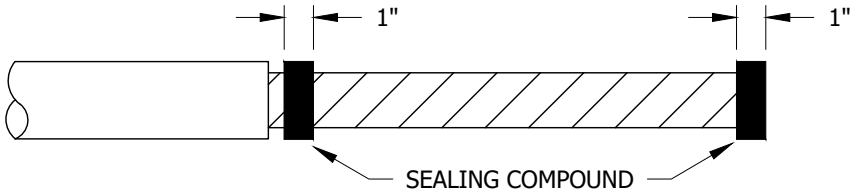

FIGURE 3 (H)
C. WHEN USING END CAPS OVER CONCENTRIC NEUTRALS, IT IS NECESSARY TO APPLY A PAD OF SEALING COMPOUND OVER THE END OF THE CABLE AND AT THE JACKET CUTBACK TO ENSURE AN ADEQUATE WATER SEAL (SEE FIGURES 3 AND 4).